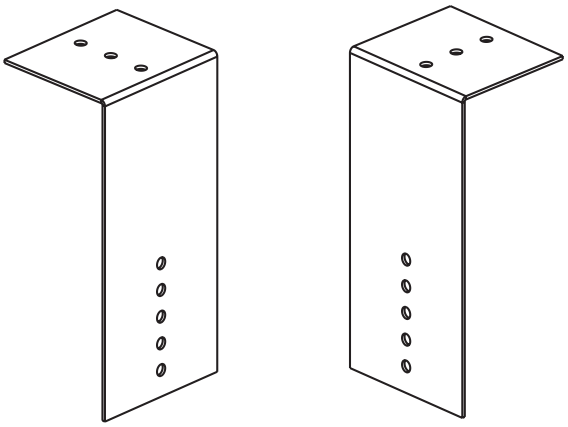

Figure 19. Concentric Adapter Box Brackets
4. Secure longer angles on concentric adapter box brackets (see **Figure 19**) to concentric adapter box.
b. Position concentric adapter box to match pipe runs and secure short angles of concentric adapter brackets (see **Figure 19**) to underside of roof using field-supplied hardware.